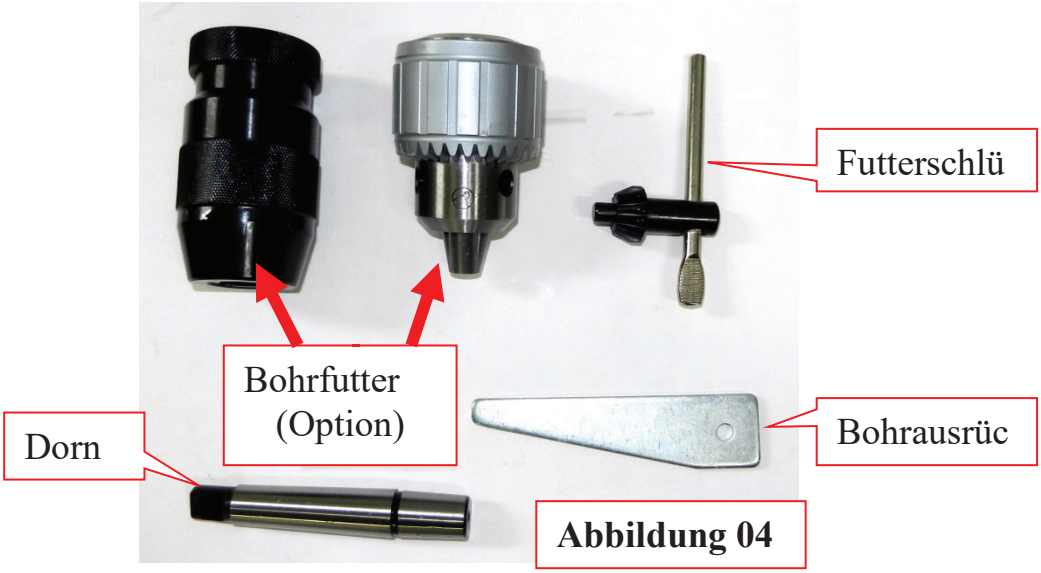

Abbildung 04
3. Das Bohrfutter wird mit Hilfe des in **(Abbildung 04)** gezeigten Dorns an der Spindel befestigt. Passende Abschrägungen an der Welle und an der Innenseite des Bohrfutters ergeben bei korrekter Verbindung eine semipermanente Baugruppe.